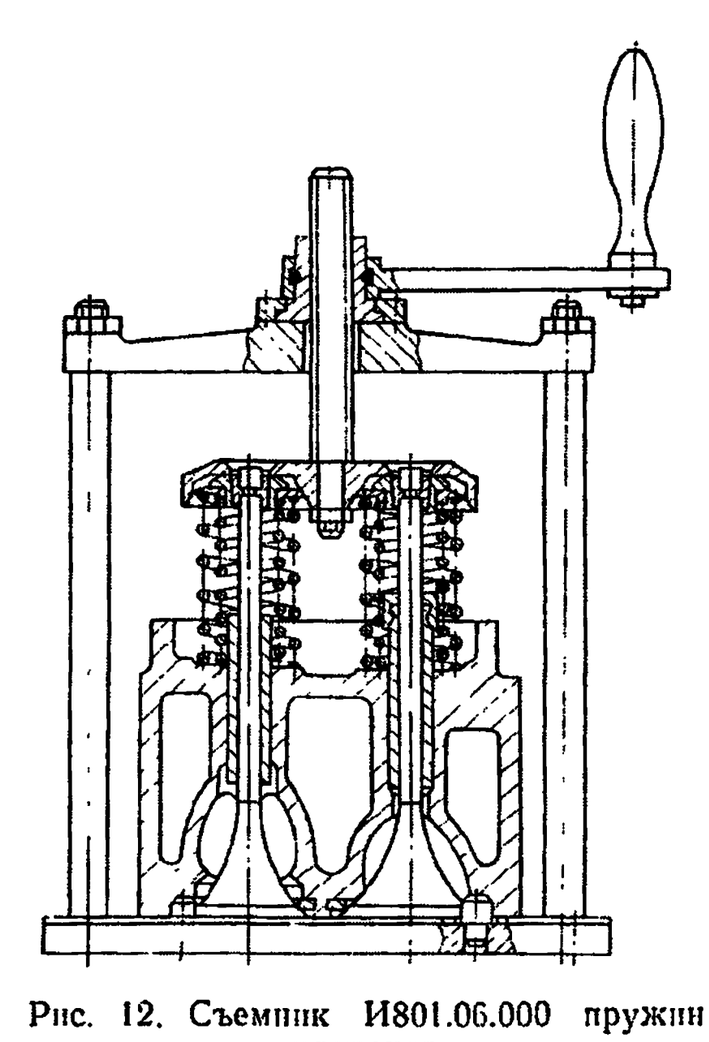

Рис. 12. Съемник И801.06.000 пружин клапанов
2. Установите головку цилиндра на основание съемника (рис. 12) головками клапанов вниз	Съемник